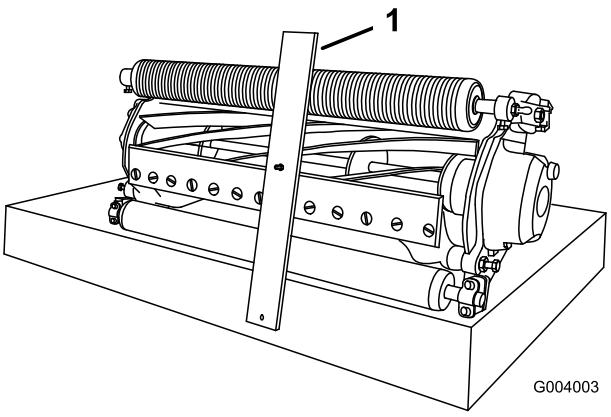

Figur 16
3. Hekt skruehodet på motstålets knivegg, og la den bakre delen av stangen hvile mot den bakre delen av valsen (Figur 16).